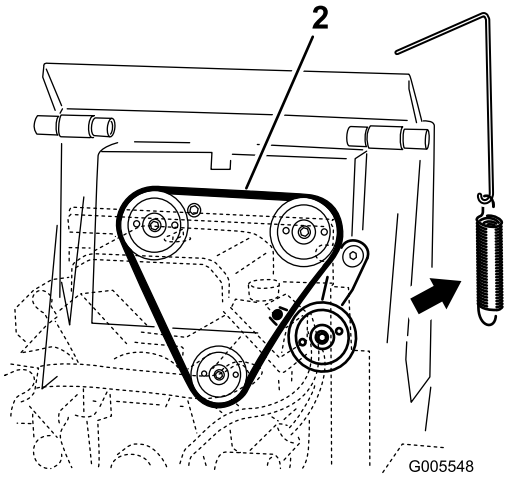

**Figuur 51**
4. Verwijder de spanpoelieveer van de spanpoelie (Figuur 51).
6. Plaats een nieuwe drijfriem rond de 3 poelies (Figuur 51).